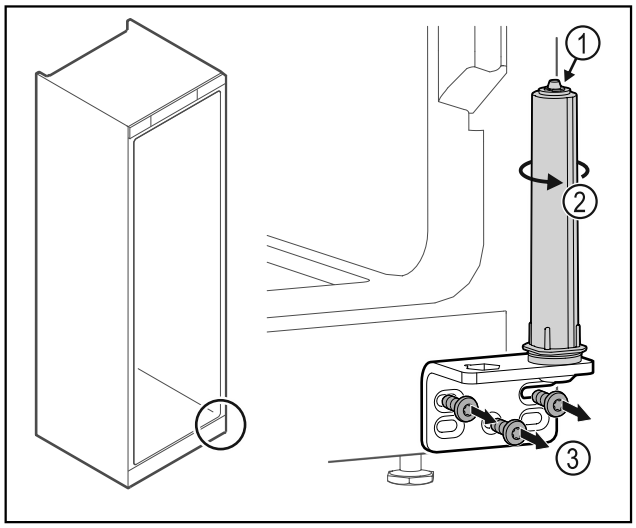

Fig. 26
▶ Nu dezasamblați sistemul de închidere al ușii *Fig. 26 (1)*.
▶ Rotiți *Fig. 26 (2)* sistemul de închidere, până când face clic.
▶ Deșurubați *Fig. 26 (3)* colțarul balamalei.